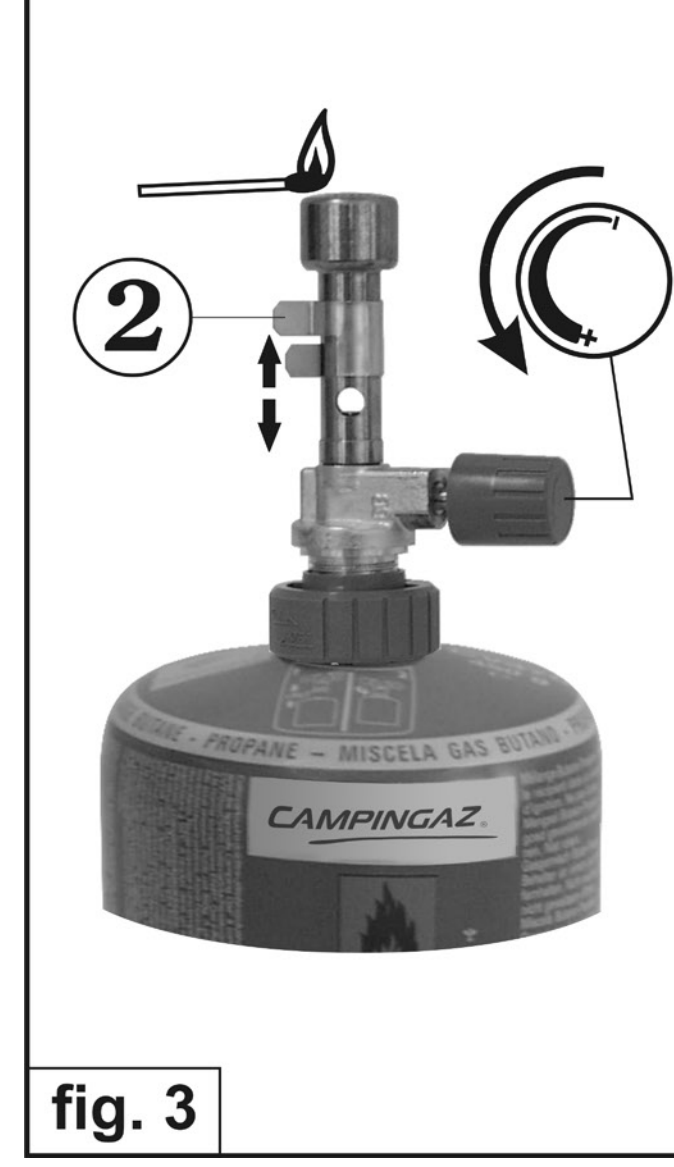

fig. 3
**2. Allumage du brûleur (fig.3) :**
Présenter une flamme à proximité du brûleur (1) puis ouvrir progressivement le gaz en tournant le volant (3) dans le sens inverse de rotation des aiguilles d'une montre. (voir détail fig.3).
**3. Réglage de la flamme (fig.3):**
2/ Température (fig. 3) : pour faire varier la température de la flamme, faire glisser la bague (2) le long du tube de brûleur :
**2. Lighting the burner (fig.3):**
Bring a flame close to the burner (1) then gradually turn on the gas by turning the knob (3) anti-clockwise (see detail in fig.3)
**3. Adjusting the flame (fig.3):**